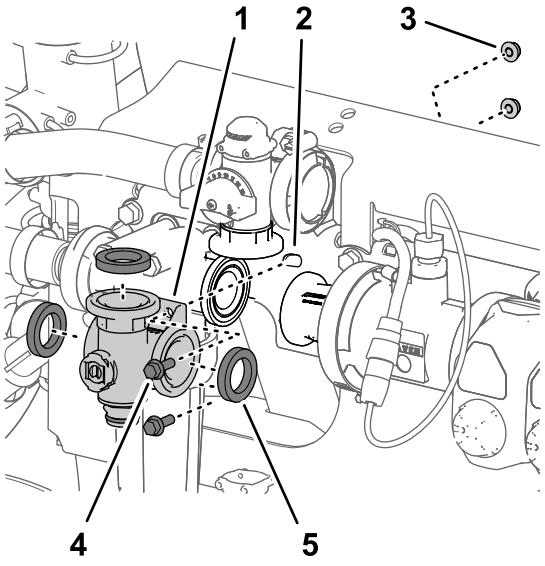
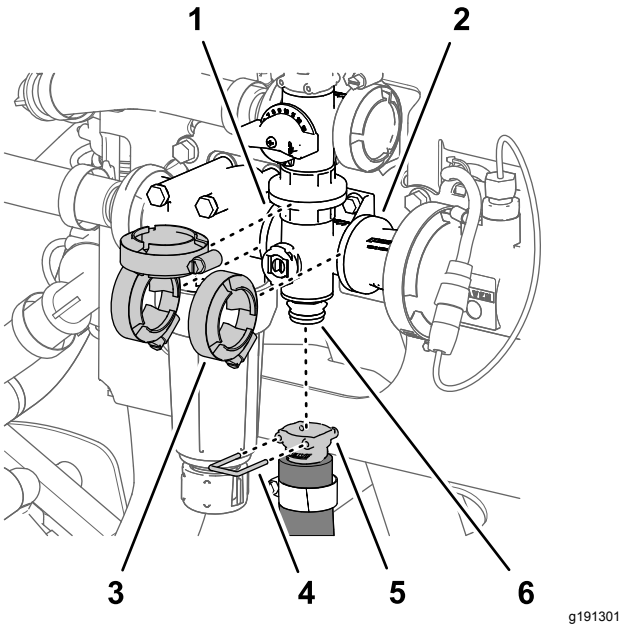

Figure 120
Figure 121
1. Align the flange of the agitation-valve manifold and 3 gaskets with the flanges of the agitation-bypass valve, pressure filter head, and coupling adapter (Figure 120 and Figure 121).
2. Loosely secure the agitation-valve manifold to the agitation-bypass valve, pressure filter head, and coupling adapter (Figure 121) with the 3 flange clamps that you removed in Removing the Agitation-Manifold Valve (page 79).
5. Tighten the 3 flange clamps by hand (Figure 121).
6. Assemble the quick-connect coupler of the agitation hose onto the quick-connect fitting of the agitation-valve manifold with the quick-connect pin (Figure 121).